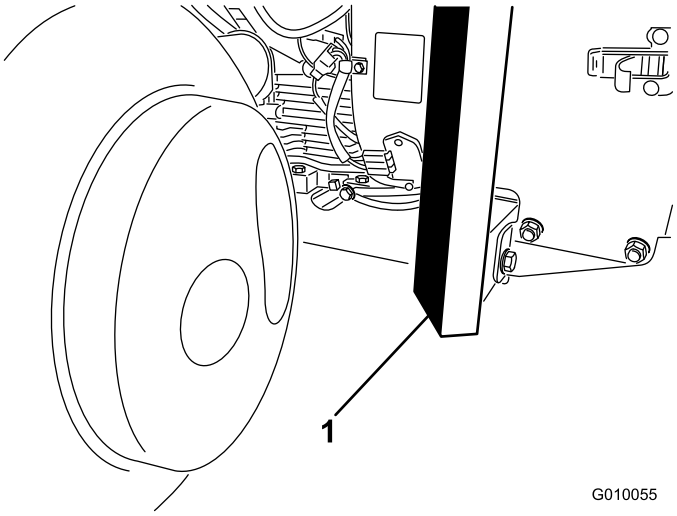

Figuur 41
2. Plaats de krik stevig onder de voorkant van het frame (Figuur 41).